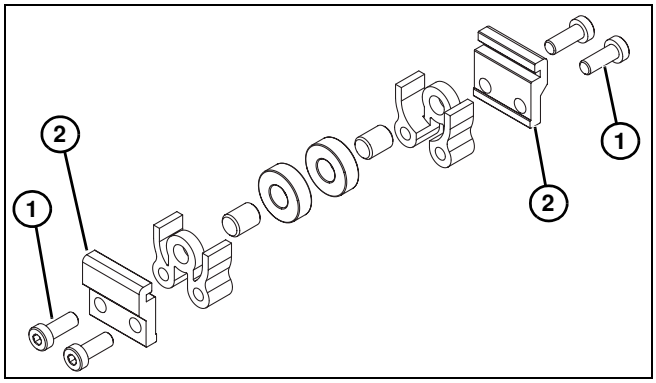
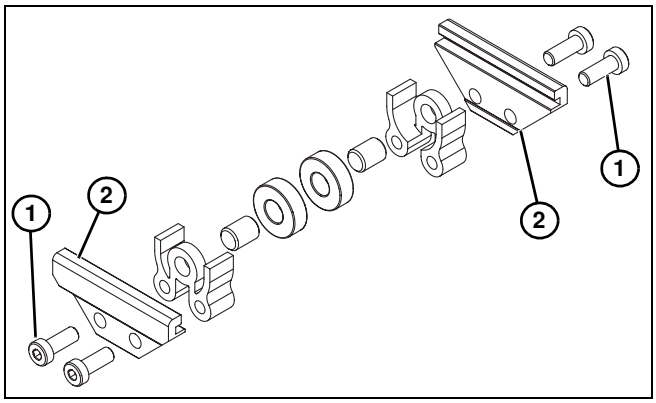

Figure 12
Figure 13
1. Grouper les rouleaux déflecteurs. Ils sont illustrés sur les vues éclatées Figure 12 et Figure 13.
2. Retirer les vis **(Figure 12, élément 1)** et **(Figure 13, élément 1)** et les attaches **(Figure 12, élément 2)** et **(Figure 13, élément 2)** de l'ensemble des rouleaux.